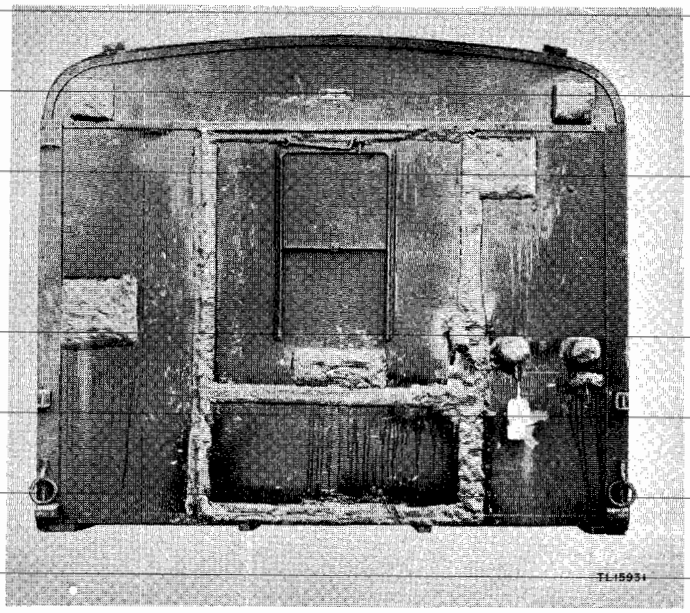

Figure 22. Shelter HO–17–A, sealing compound in place.
(1) Use nail pullers and pry bars to remove the top of the box containing Shelter HO–17–A. The top must always be removed *first,* so that the sides are free for the next step.
(2) Attach one end of a steel cable or strong rope to the rear of a truck. Fasten a hook to the other end of the cable and catch this hook over the top edge of one side of the shelter box. Use the truck to pull this side from the crate.
(3) Repeat step (2) to remove the other side and the ends of the box. (If a truck is not available, use nail pullers and crowbars.)
(4) Carefully remove the waterproof wrappings from about the shelter.
(5) The openings (windows, doors, etc.) in the shelter are covered with adhesive tape over which a sealing compound has been placed. (See fig. 22.) To remove this protective material, loosen a small section with a sharp object such as a screwdriver or chisel. Grasp the adhesive tape and pull it away from the shelter. The compound will come off with the tape.